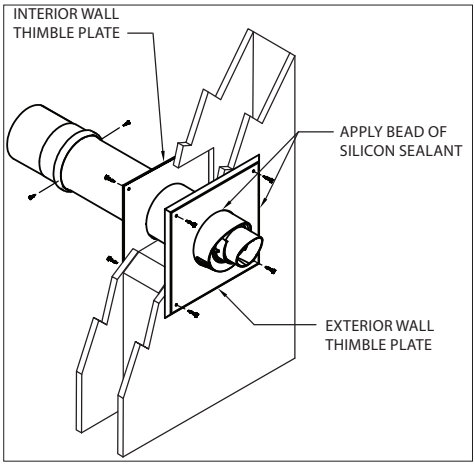

Figure 23
Horizontal Concentric Pipe (Fig.23)
3. Center the Interior Wall Thimble Plate to the wall penetration and secure with the four provided screws. ***(Fig.23)***
5. Center the Exterior Wall Plate to the wall penetration, use water resistant sealant or caulking on the exterior plate to prevent rain intrusion. Secure the Exterior Wall Plate in place using the provided screws. ***(Fig.23)***